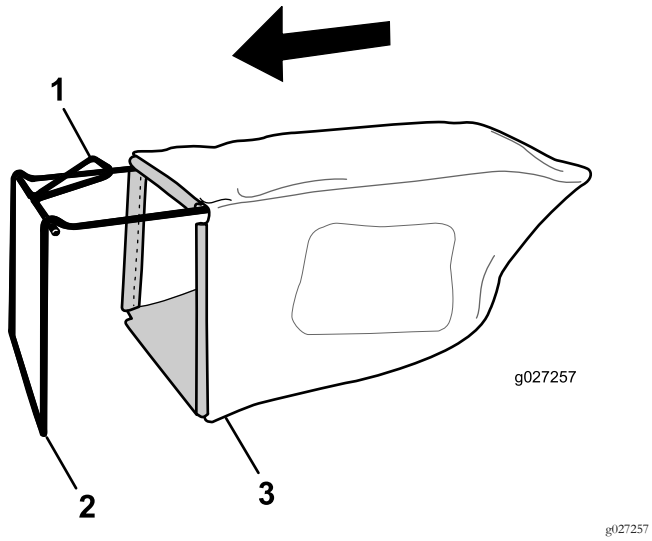

Figuur 11
1. Schuif de grasvanger over het frame; zie Figuur 11.
Opmerking: Schuif de grasvanger niet over de handgreep (Figuur 11).